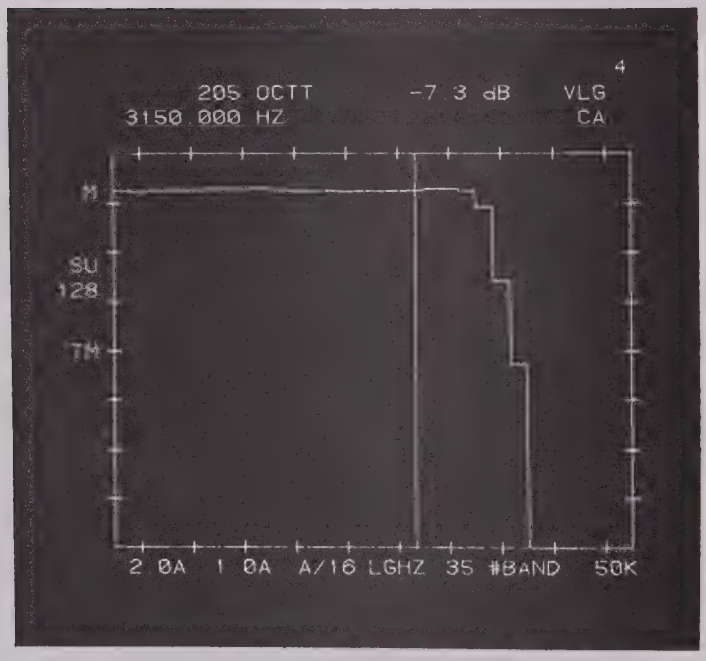

FIGURE O-12
d. Figure O-12 is the Transmissibility Function in Octave (Octave Transmissibility - Definition 6).